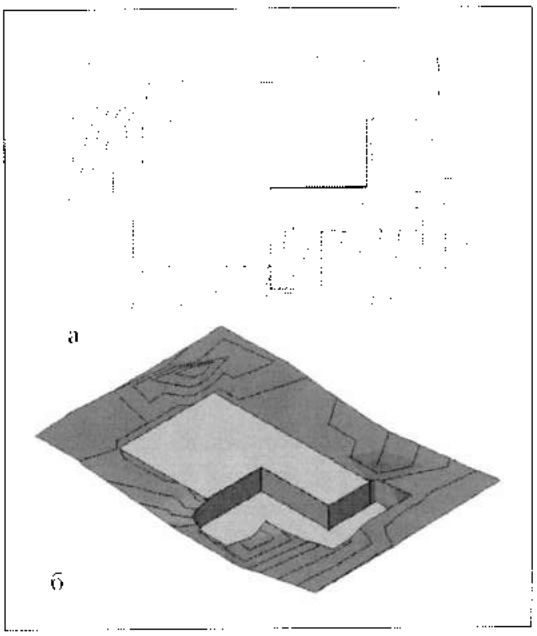

Рис. 22.21. *Формирование основания здания*
6. Сформировать основание здания (рис. 22.21):